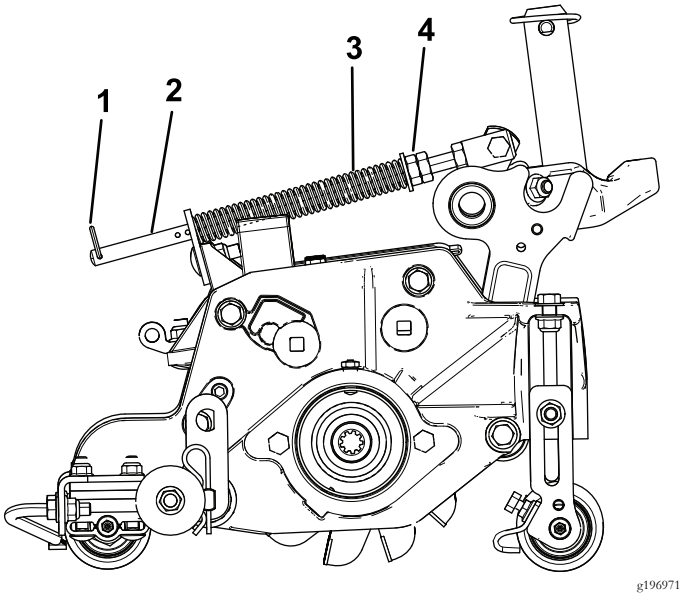

Figur 15
1. Sørg for, at låseclipsen er monteret i det bageste hul i fjederstangen (Figur 15).
2. Stram sekskantmøtrikkerne på fjederstangens forende, indtil fjederens sammentrykkede længde er 15,9 cm. (Figur 15